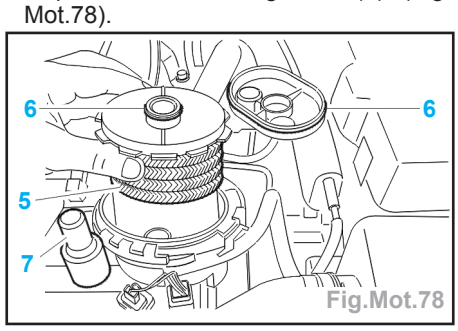

Fig.Mot.78
- l'encliquetable (2),
- le collier (3).
- Écarter le couvercle (4).
- Déposer le filtre à gazole (5) (Fig. Mot.78).